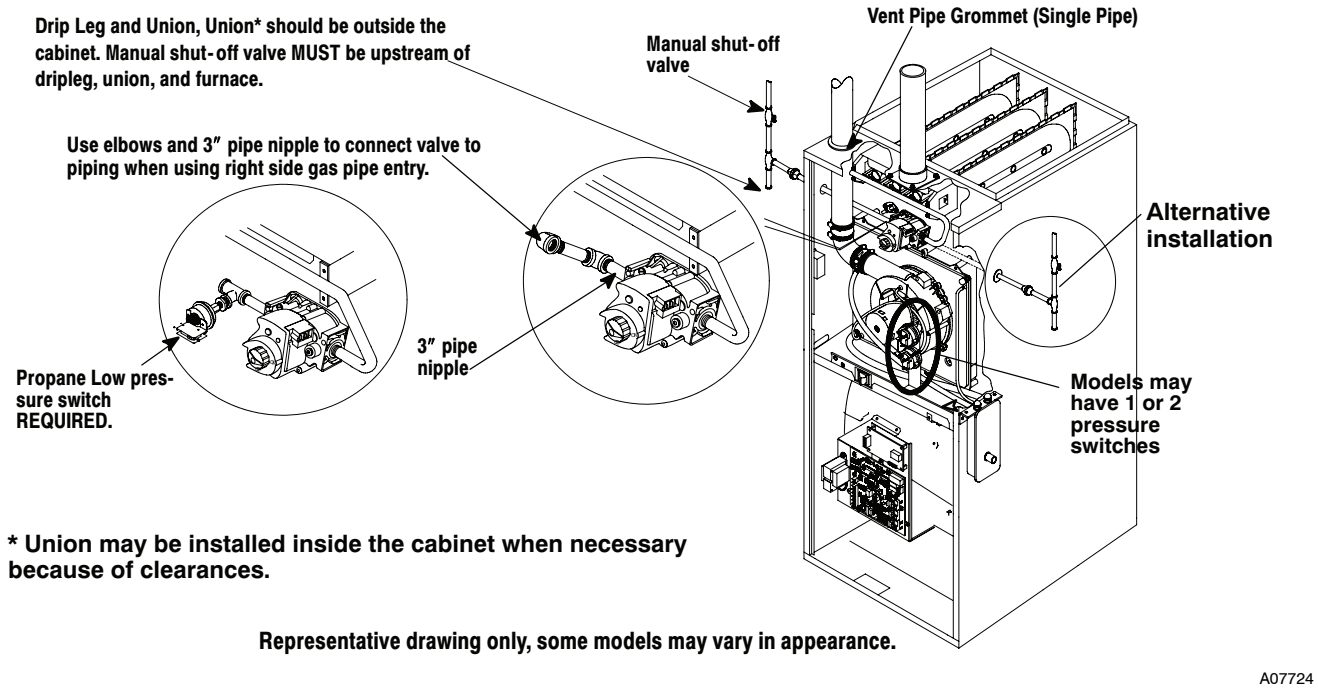
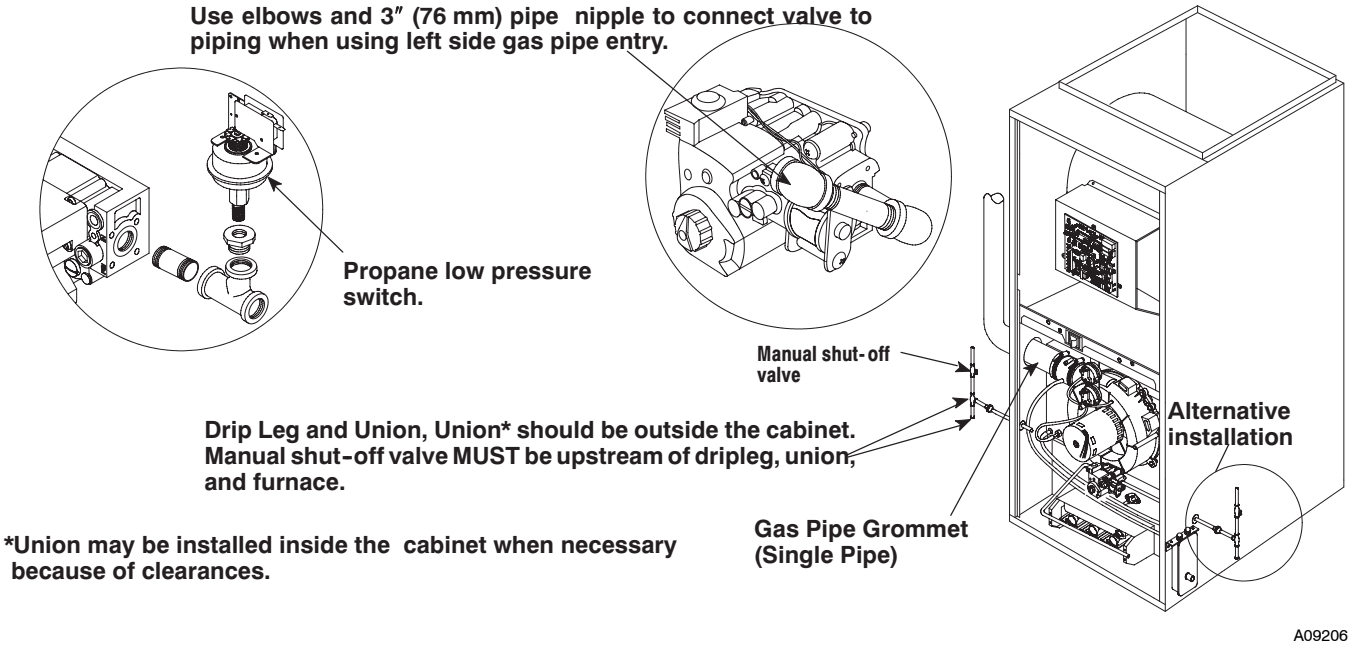

Fig. 36 – Typical Gas Piping for Upflow
Fig. 37 – Typical Gas Piping for Downflow
2. It is recommended that a manual equipment shutoff valve be installed in the gas supply line outside the furnace. Locate valve as close to the furnace as possible where it is readily accessible. Refer to Fig. 36 .
NOTE: Refer to Fig. 36 and Fig. 37 for the general layout at the furnace. The rules listed apply to natural and Propane gas pipe installations.